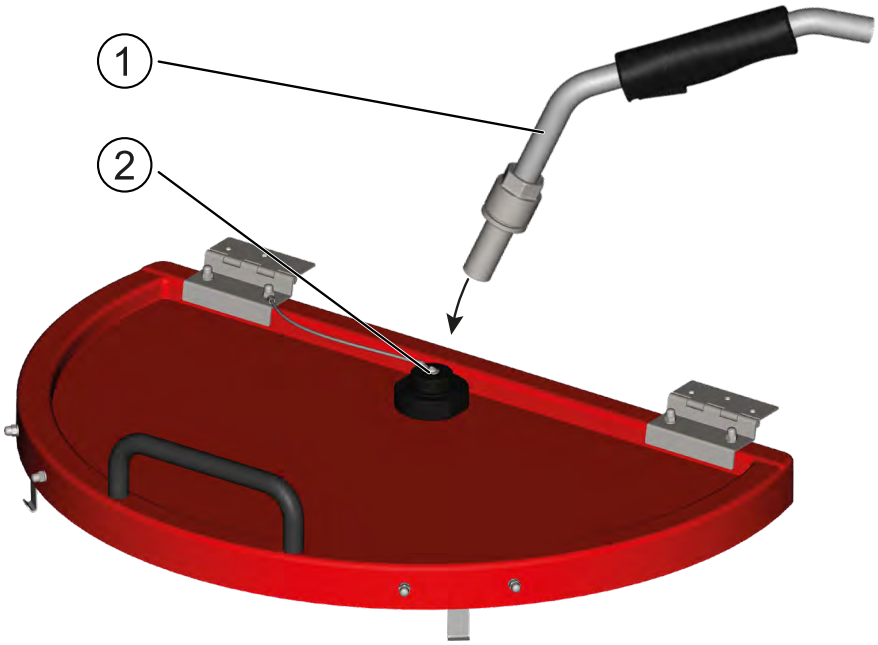

Bild 25: Dosierpistole in Reinigungsdüse einstecken
1. Entfernen Sie den Reinigungsdüsen-Stöpsel ② aus dem Deckel.
2. Stecken Sie die Dosierpistole ① in die Öffnung der Reinigungsdüse (siehe „Bild 25: Dosierpistole in Reinigungsdüse einstecken“ auf Seite 51).